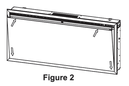

Figure 2
b.After removing the left and right screws, gently separate the glass with both hands upwards to lift it. Do not apply excessive force to avoid damage to the fireplace or risk to personal safety, as there is a strong magnetic suction in the middle of the upper edge of the glass. Then lift the lower edge of the glass out of the fixed slot and remove it. Store the glass in a soft, dry, and safe place. (See Figure 2 above)